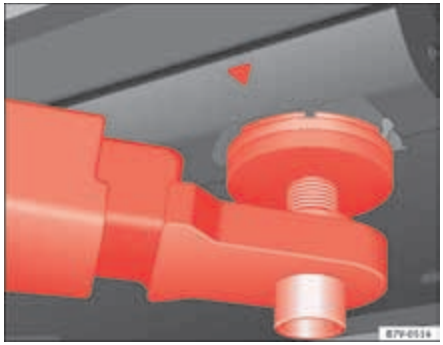
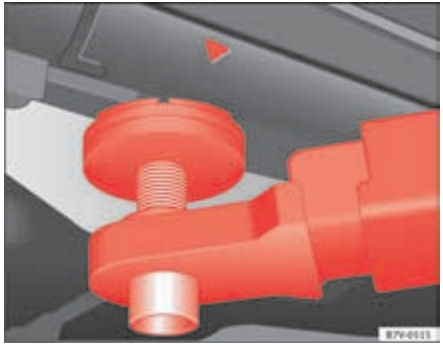

Fig. 167 Front jacking points for raising vehicle with lifting platform or jack.
Fig. 168 Rear jacking points for raising vehicle with lifting platform or jack.
Always use the jacking points indicated in the figures ⇒ fig. 167 and ⇒ fig. 168 when raising the vehicle. If the vehicle is not lifted at these points, it could be seriously damaged ⇒ ⓘ or lead to serious injury ⇒ ⚠.
- **Only use the jacking points indicated in the figures ⇒ fig. 167 and ⇒ fig. 168 when raising the vehicle. If the vehicle is not lifted at the indicated points, it may fall from the platform while the engine or gearbox is being dismounted, for example.**